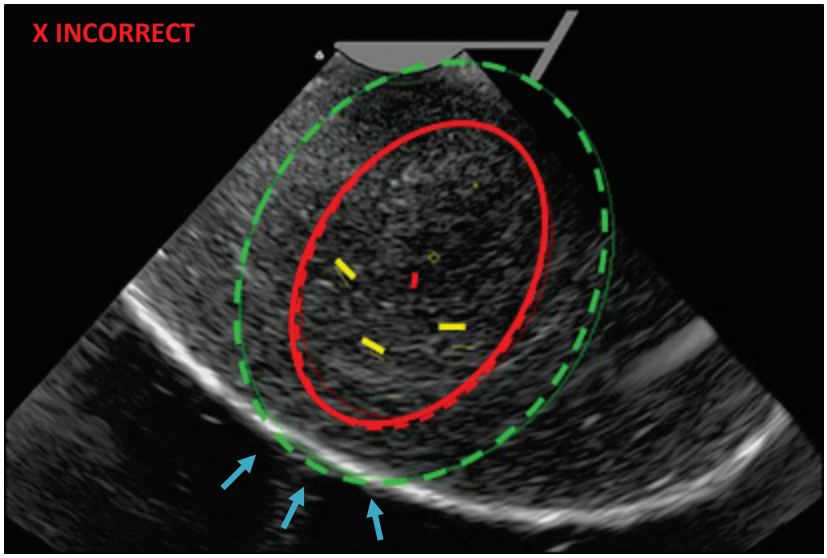

Figure 4-22. Example of Thermal Safety Border crossing serosa. Reposition and repeat safety rotations.
- Retract the Introducer fully and reposition the SMART Guide, see Figure 4-22.